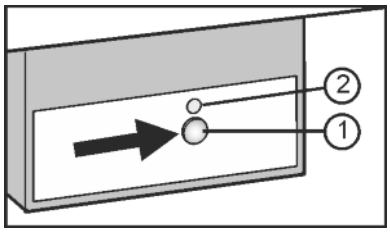

Fig. 18
▶ Press the On/Off button *Fig. 18 (1)* so that the LED *Fig. 18 (2)* shines.